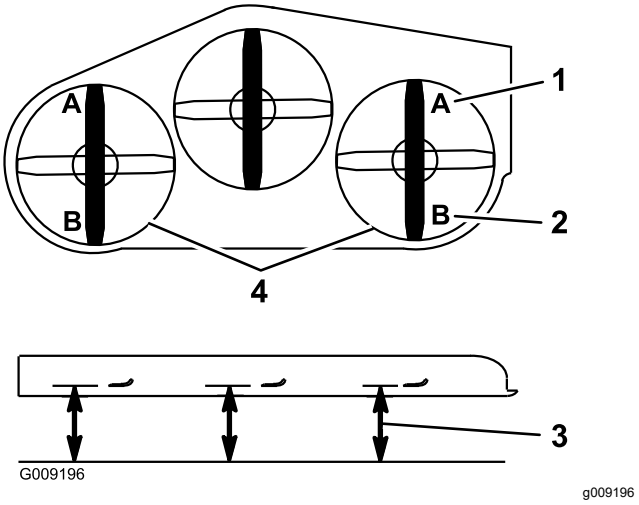

Figur 113
9. Mål fra den plane overflade til skæreknivens forreste spids (position A) på begge sider af skjoldet som vist i (Figur 113).
15. Mål fra den plane overflade til skæreknivens bageste spids på begge sider af skjoldet (position B) som vist i Figur 113.